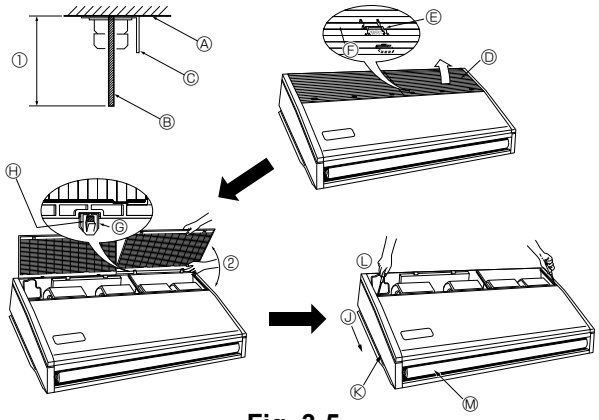

Fig. 3-5
3.2.5. Préparation de l’appareil intérieur (Fig. 3-5)